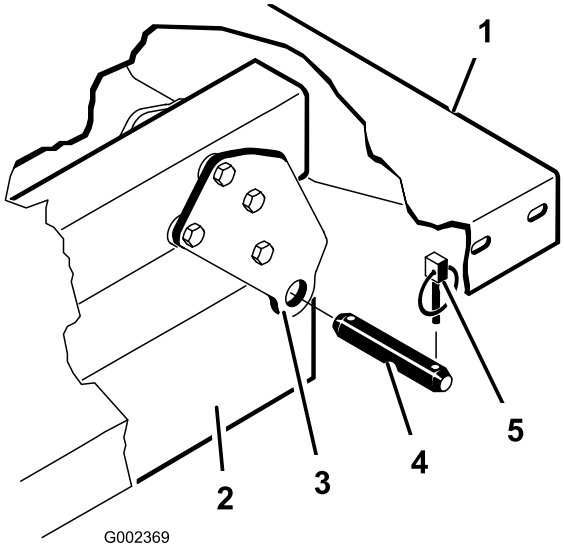

Figuur 4
3. Verwijder de gaffelpennen waarmee de uiteinden van de cilinderstang vastzitten aan de bevestigingsplaten van de laadbak, door de pennen naar binnen te drukken (Figuur 4).
4. Verwijder de lynchpennen en de gaffelpennen waarmee de draaibeugels zijn bevestigd aan de framebalken (Figuur 4).